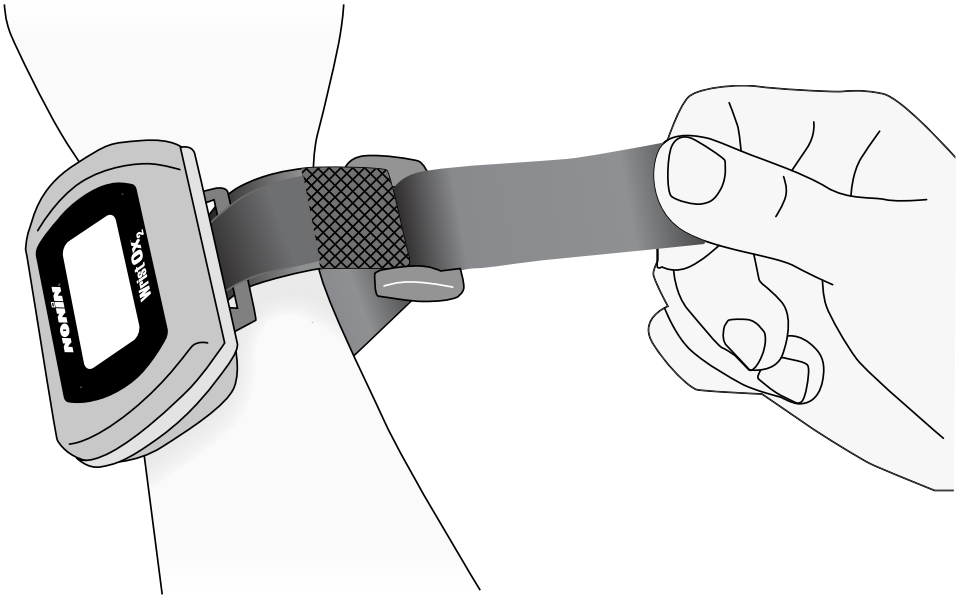

Figura 13: Infilare il cinturino e tenderlo
3. Se si utilizza il cinturino multiuso, infilare l'estremità arrotondata del cinturino nell'anello di plastica. Tirare il cinturino attraverso l'anello fino ad avvolgere il polso in modo confortevole (figura 13).